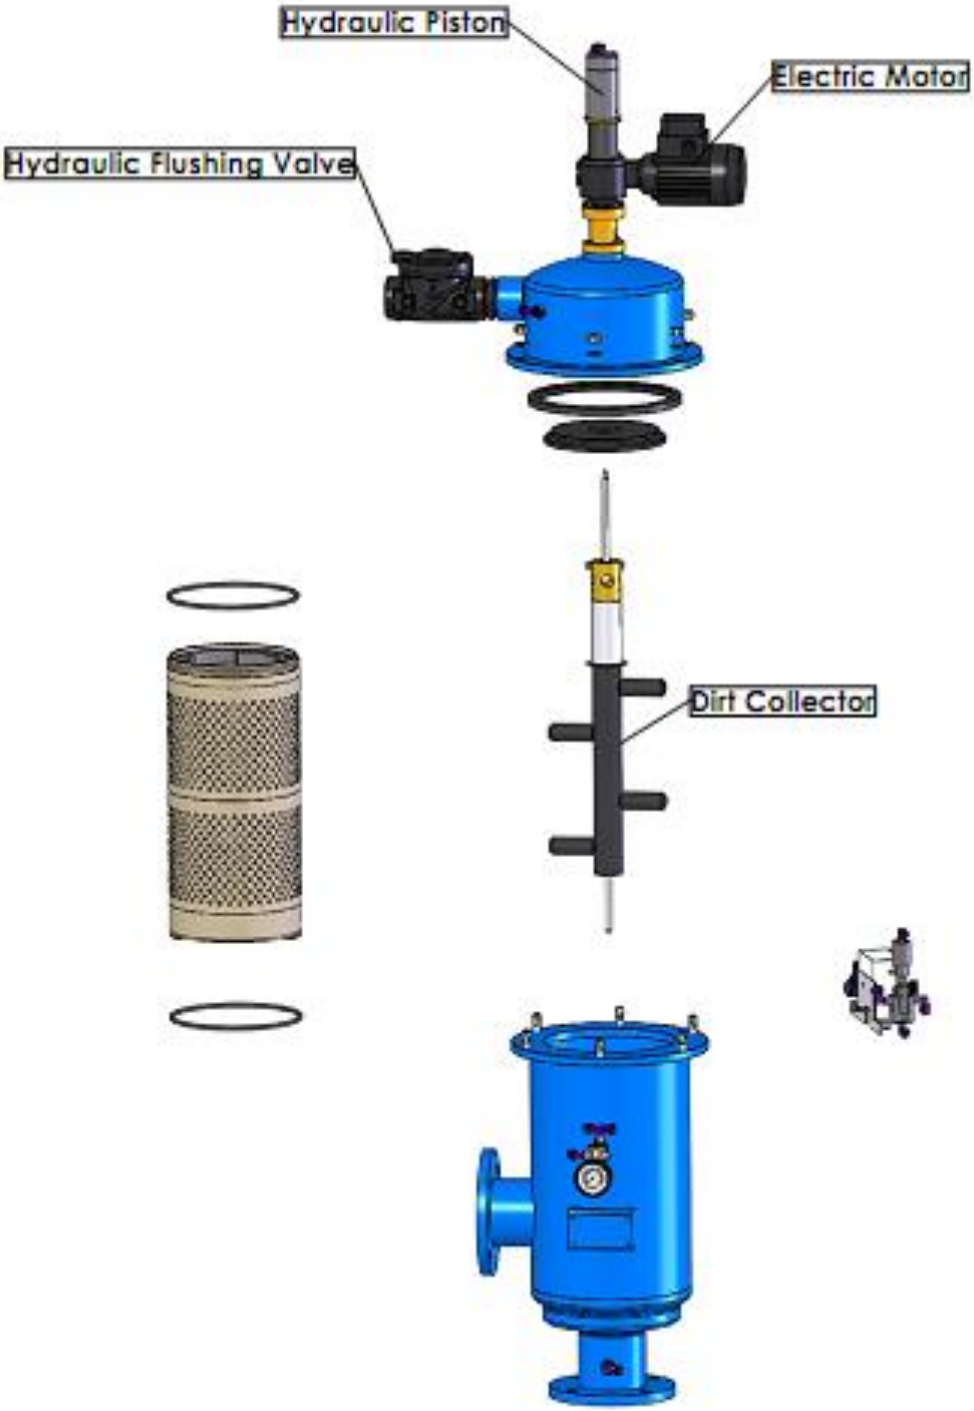

Figura 8: Reemplazo e instalación Colector de Suciedad 2”-4”
6. Retire las seis tuercas y arandelas que conectan ambas partes de la carcasa del filtro (consulte la Figura 8).